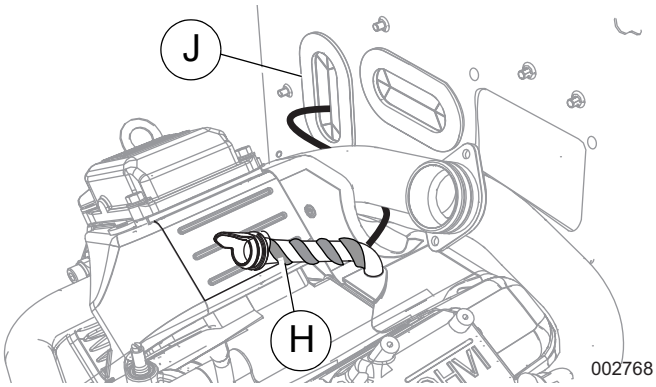

Рисунок 10. Обертывание шланга сапуна (11–22 кВт)
5. См. *Рисунок 10*. Равномерно оберните нагревательную оболочку сапуна (H) вокруг шланга сапуна, как показано на рисунке, при этом выводные провода должны быть внизу. После установки оберните обогреватель сапуна и шланг силиконовой лентой (входит в комплект), чтобы зафиксировать обогреватель.